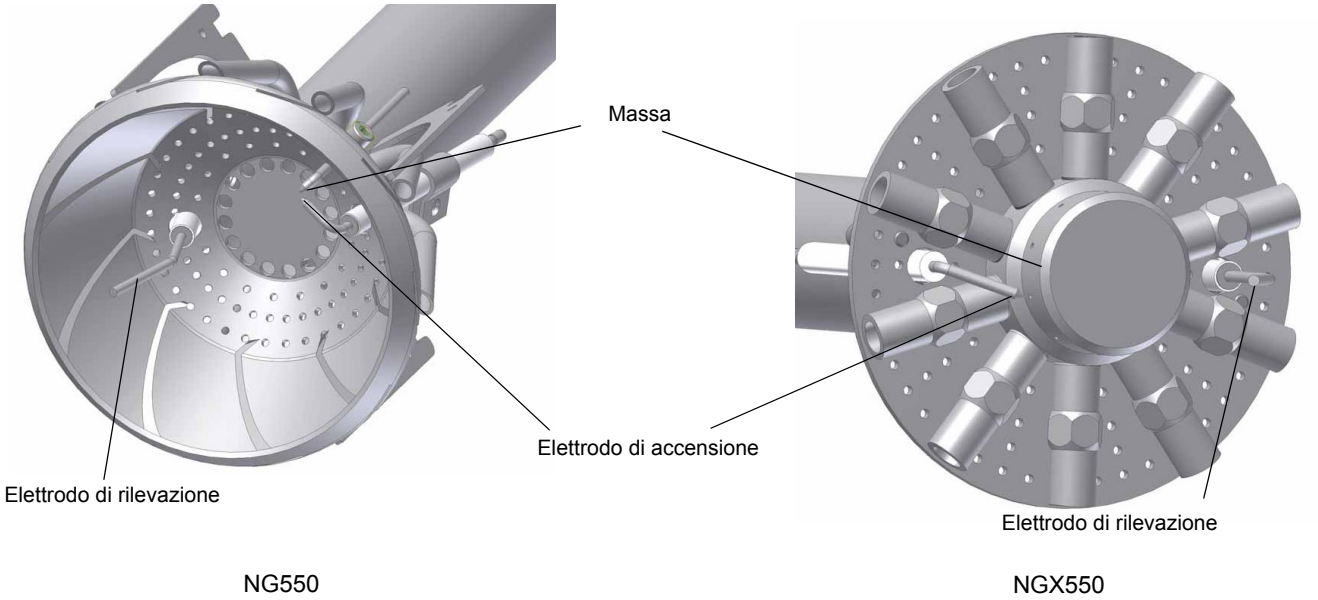

Fig. 50
- Esame elettrodi di accensione e di rilevazione, pulizia, eventuale registrazione e se necessario sostituzione (vedi Fig. 50).In caso di dubbio verificare il circuito di rilevazione, dopo aver rimesso in funzione il bruciatore, seguendo lo schema in Fig. 51.
ATTENZIONE: per non compromettere il funzionamento del bruciatore, evitare il contatto degli elettrodi di accensione e rilevazione con parti metalliche (testa, boccaglio, ecc). Controllare la posizione degli elettrodi dopo ogni intervento di manutenzione sulla testa di combustione. Controllare che la distanza tra l'elettrodo di accensione e la massa sia di **4÷5 mm**. (vedi Fig. 50).